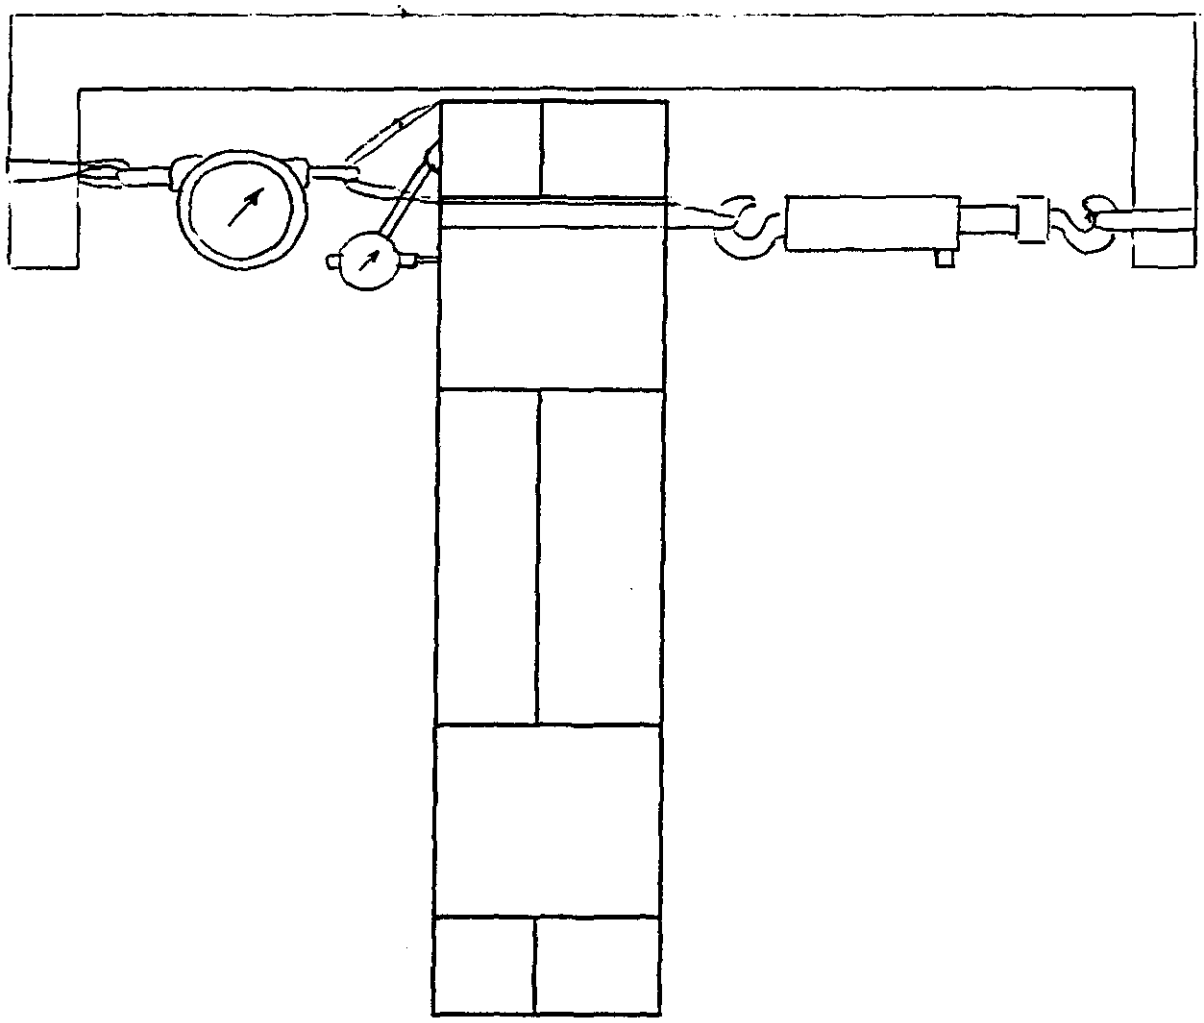

Figure 4 – Longitudinal Loading for Y-Z Plain Deflection and Corner Bolt Load
3.2.4 For load cases #3, #4 and #6, the top block and the side block are disconnected to allow the horizontal. vertical or longitudinal forces to be applied to these blocks opposite to each other to measure the proper deflections and bolt loads. The configurations are shown in Figures 4, 5 and 6. The estimated load for these load cases is about 5 tons in order to produce the deflection proportional to the full toroid in terms of the scale.